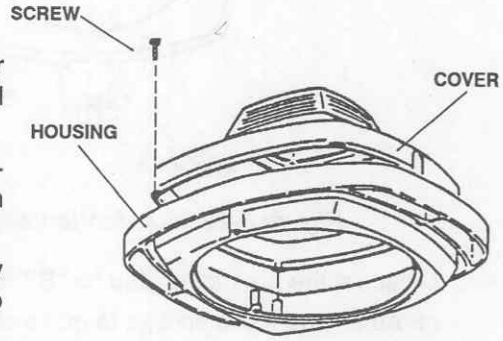

Figure 3-20. Lighthead cover.
d. Remove the lighthead cover (fig 3-20) by removing the four pointed star screws fastening it to the lighthead housing. Set it and the screws aside.